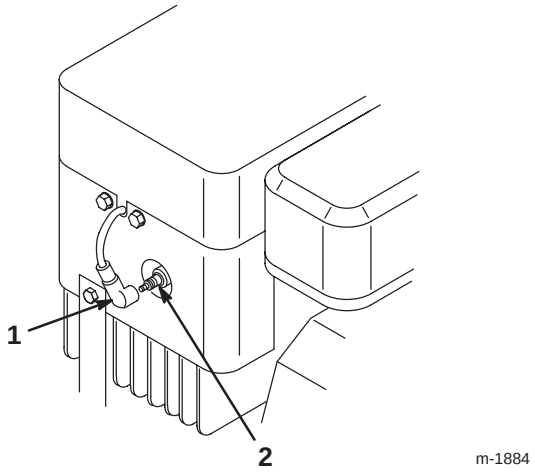

Figure 24
6. Passez sous le corps de la machine, au-dessus de la roue arrière gauche, et débranchez le fil de la bougie (Fig. 24).
3. Branchez la bougie (Fig. 24).